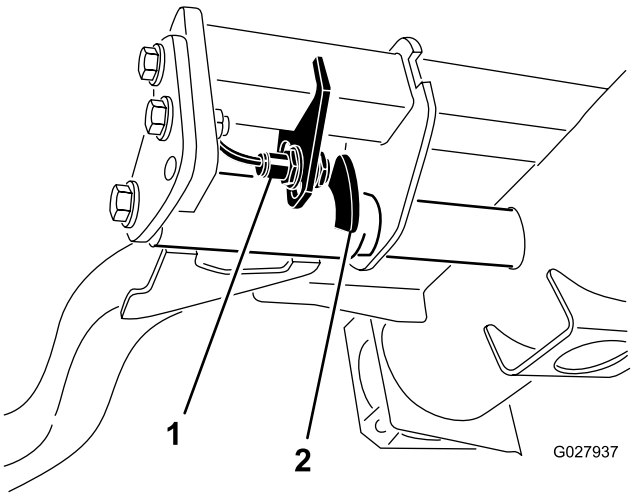

Figur 34
2. Lyftarmsbrytaren sitter under hydraultanken, bakom den främre, högra lyftarmen (Figur 34).
3. Lossa brytarens fästskruvar (Figur 34) och flytta ned brytaren för att öka lyftarmens vändhöjd eller flytta upp brytaren för att minska vändhöjden. Dra åt fästskruvarna.